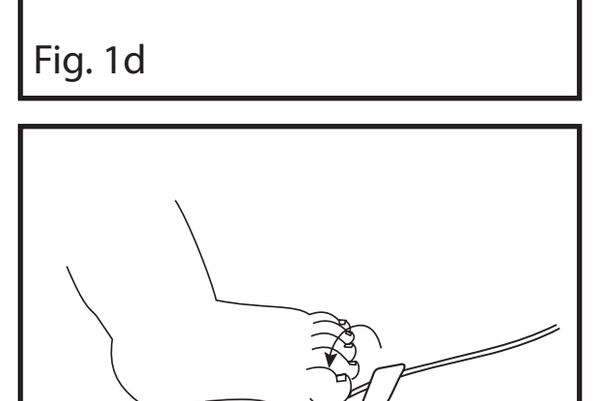

Fig. 2b
3. Envuelva el dedo gordo del pie con el adhesivo y compruebe que el visor del emisor (estrella roja) se alinee en la punta del dedo en dirección contraria al detector (fig. 2b).